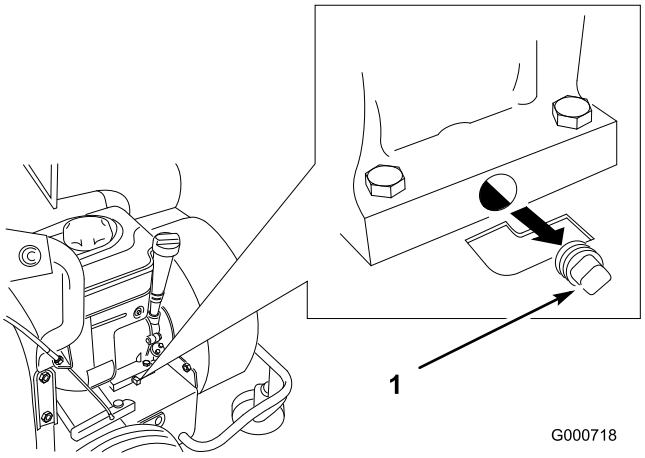

Bild 27
4. Reinigen Sie den Bereich um die Ablassschraube (Bild 27).